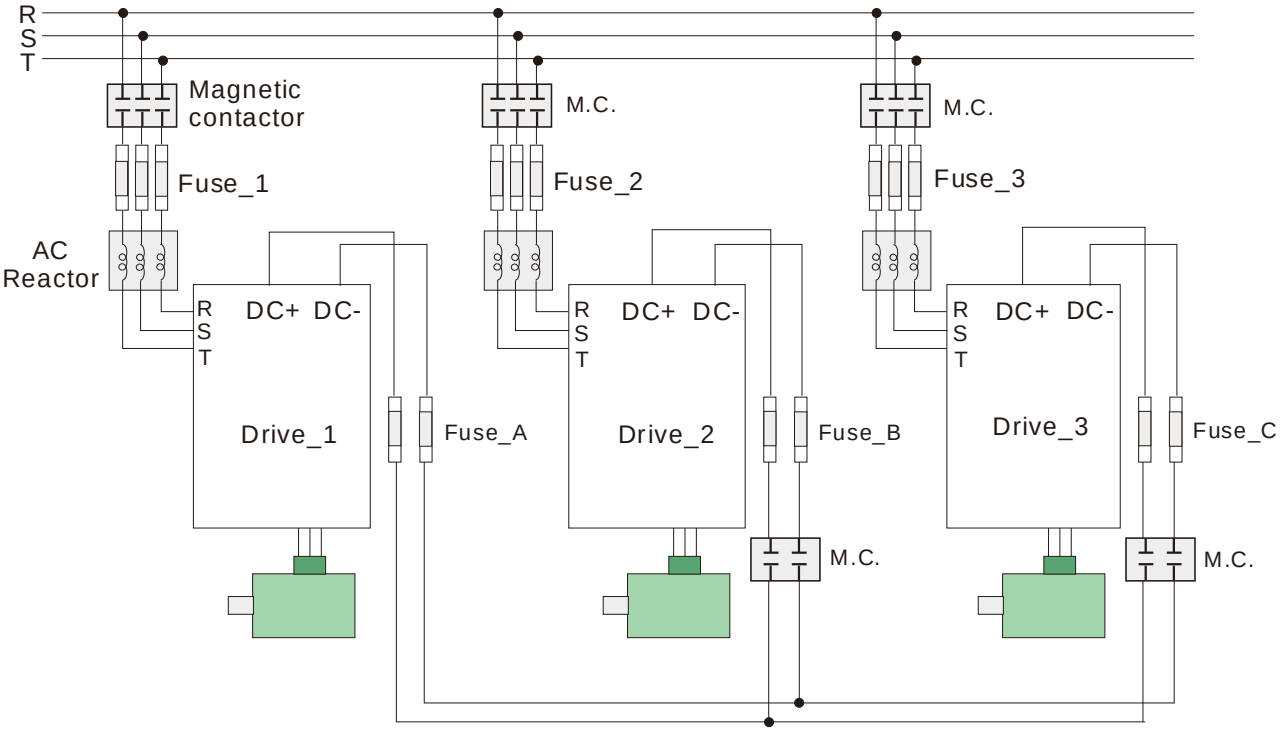

Figure 1
1. Common DC power and common DC bus link (refer to Figure 1)